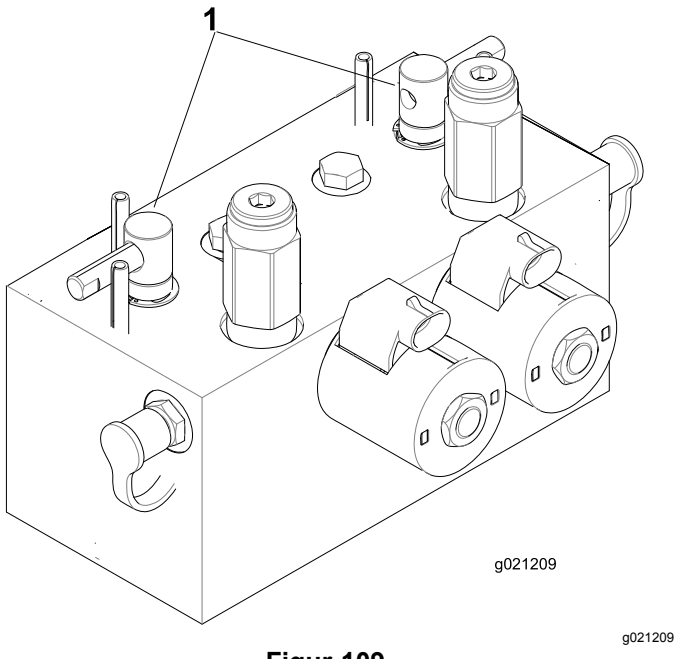

Figur 109
2. Lås sædet op, og løft det, så baglapningshåndtagene bliver tilgængelige (Figur 109).
5. Brug enten forreste, bageste eller begge baglapningshåndtag for at vælge de enheder, som skal baglappes (Figur 109).